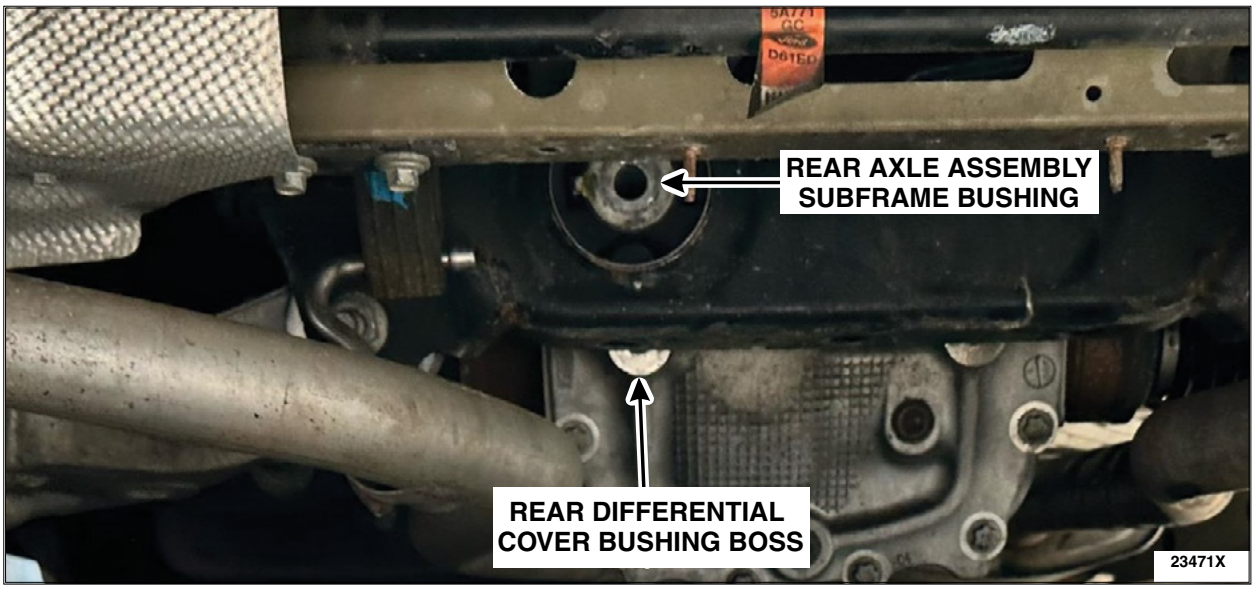

FIGURE 1
2. Ford has requested photo evidence of a broken or missing rear axle bolt for this Customer Satisfaction Program. Visually inspect the Rear Differential Unit (RDU) for a broken or missing RDU fastener. Is the RDU bolt to axle cover bushing boss broken or missing? See Figure 1.